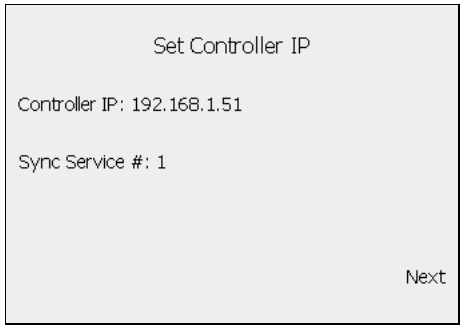

Figure 13-20 Set Controller IP Screen
d. You are returned to the Set Controller IP screen (Figure 13-20 on page 103). Press SoftKey #8 to select **Next**.